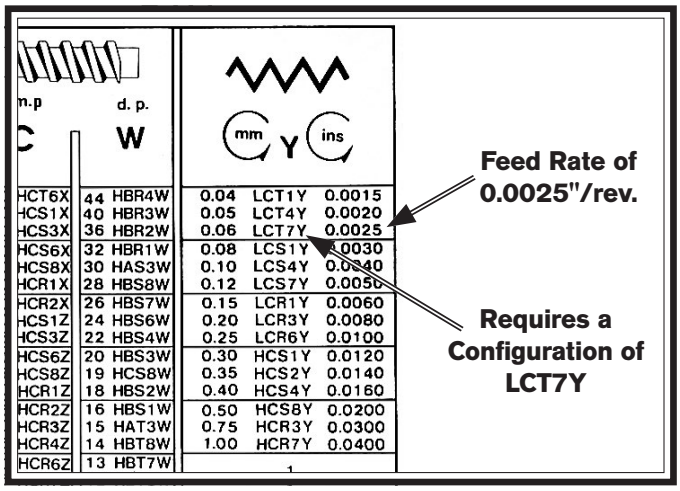

Figure 73. Feed rate chart.
2. Locate the line in the feed rate chart that lists the setting for 0.0025" of feed per revolution of the spindle, as illustrated in **Figure 73**.